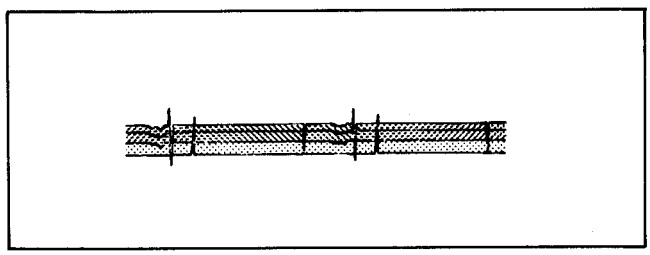

Fig. 1-25
1) Set the oscilloscope probe at (a), and by turning R822 on MX-2 Board, adjust for straightly linear waveform (see Fig. 1-25).
2) Next, set the oscilloscope probe at (b), and by turning RV824 on MX-2 Board, adjust for a straightly linear waveform (see Fig. 1-25).